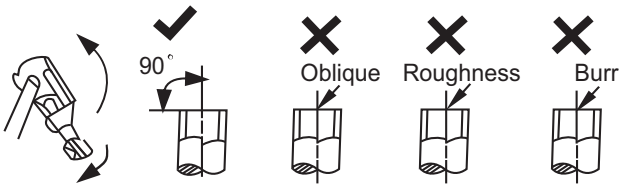

Fig. 36 — Pipe Cutting
a. Cut the pipe, with a pipe cutter, at 90 degrees (see Fig. 36).